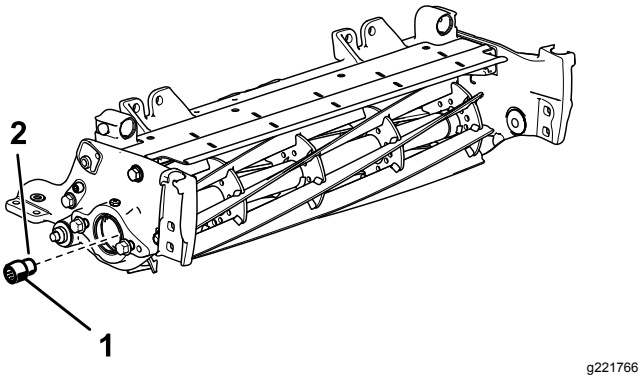

Figur 4
8. Applicera en medelstark gängtätningsmassa (t.ex. Blue Loctite® 243) på gängorna på den nya och längre räfflade insatsen (Figur 4) och fäst den endast på cylinderaxeln på cylindermotorns sida. Dra åt insatsen till ett moment på 115–128 N·m.